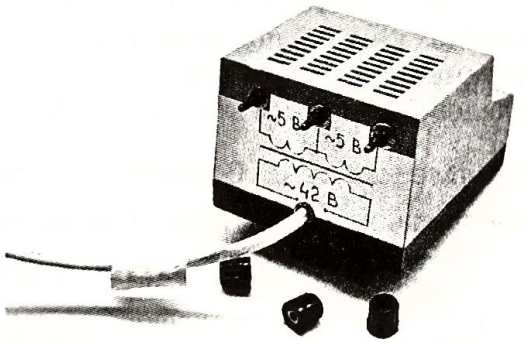

Рис. 5
2. Припаяйте медные многожильные проводники в изоляции к выводам вторичных полуобмоток А, В, С, (рис. 4, пунктирная линия), не нарушая конструкции прибора. Для среднего вывода В возьмите провод, отличающийся по цвету изоляции от проводов А и С. Выведенные наружу концы проводов можно оставить свободными, но лучше всего присоединить их к трем клеммам, установленным на задней стенке корпуса прибора (рис. 5).